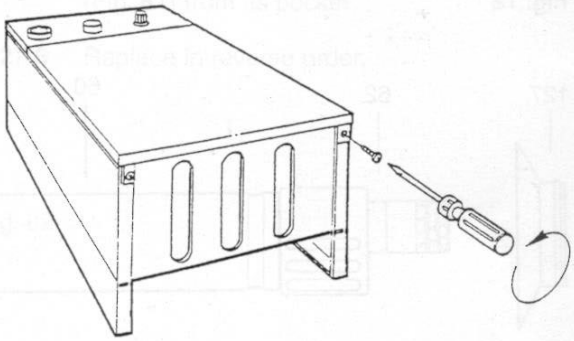

Fig. 19
54.1 - Remove the 2 screws that secure the upper part of the front panel of the casing (Fig. 19).